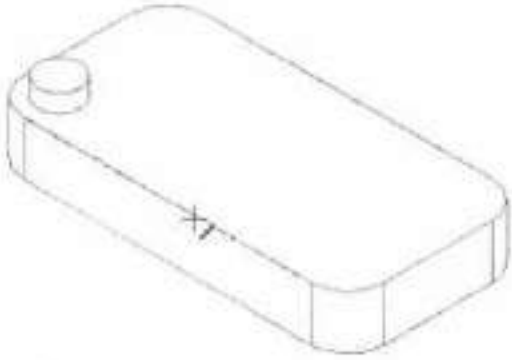
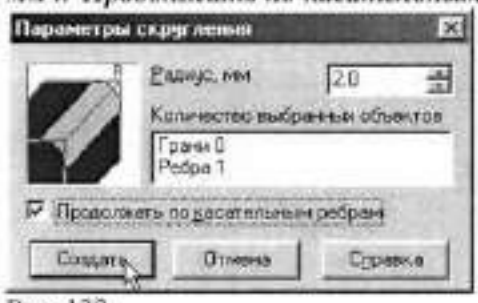

Рис. 121
Рис. 122
Завершите выполнение эскиза и командой ***Приклеить выдавливанием на расстояние 5 мм*** создайте бобышку, рис. 121.
4. Выполните радиусы скруглений. Сначала выполните скругления на основании. Для этого укажите курсором одно ребро (рис. 121) и нажмите кнопку ***Фаска***, установив параметры радиуса скругления **2 мм** и ***Продолжать по касательным ребрам***, рис. 122.